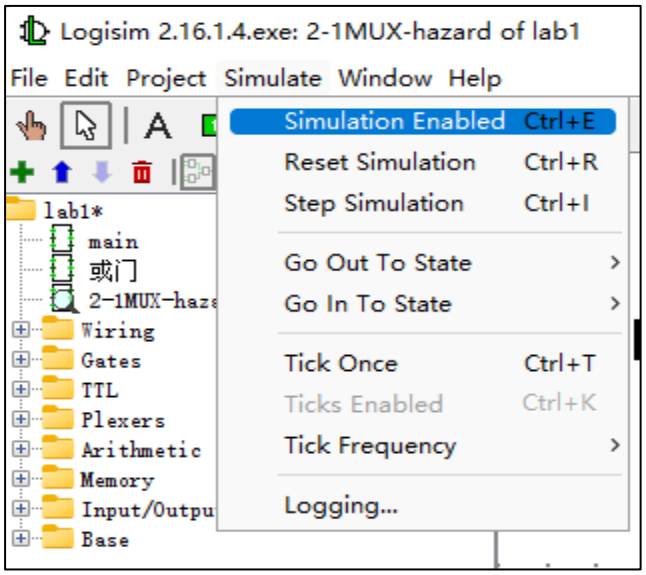

图 1.15 Simulate 菜单下取消仿真使能
② 如图 1.15 所示，在 Logisim 的 Simulate 菜单下，取消仿真使能（Simulation Enabled）前的选中开关，使得电路从连续仿真状态变为单步仿真状态。